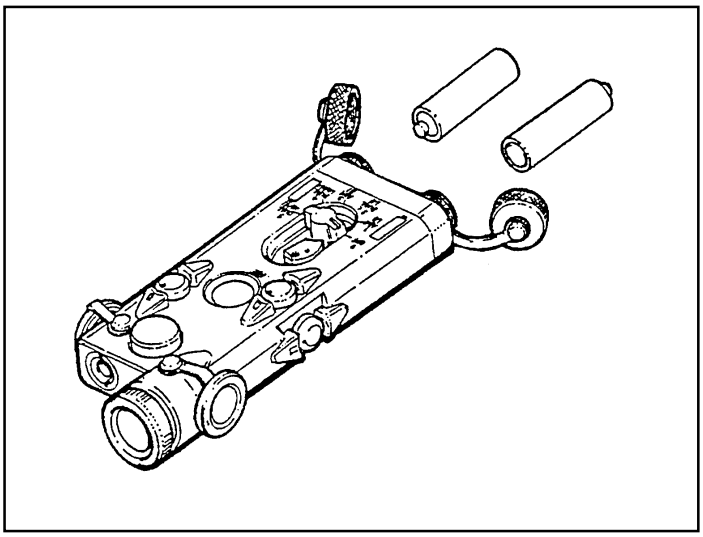

Figure G-11. AN/PEQ-2A battery installation.
The AN/PEQ-2A target pointer/illuminator/aiming light (TPIAL) (Figure G-11) is a Class IIIB laser that emits a highly collimated beam of infrared light for precise aiming of the weapon as well as a separate infrared illuminating beam with adjustable focus. A safety block is provided for training purposes (blue side), which limits the operator from selecting the high power modes (black side).
a. **Battery Installation** (Figure G-11). Unscrew the battery caps and install two AA batteries. Orient the batteries as indicated by the markings on the AN/PEQ-2A body.